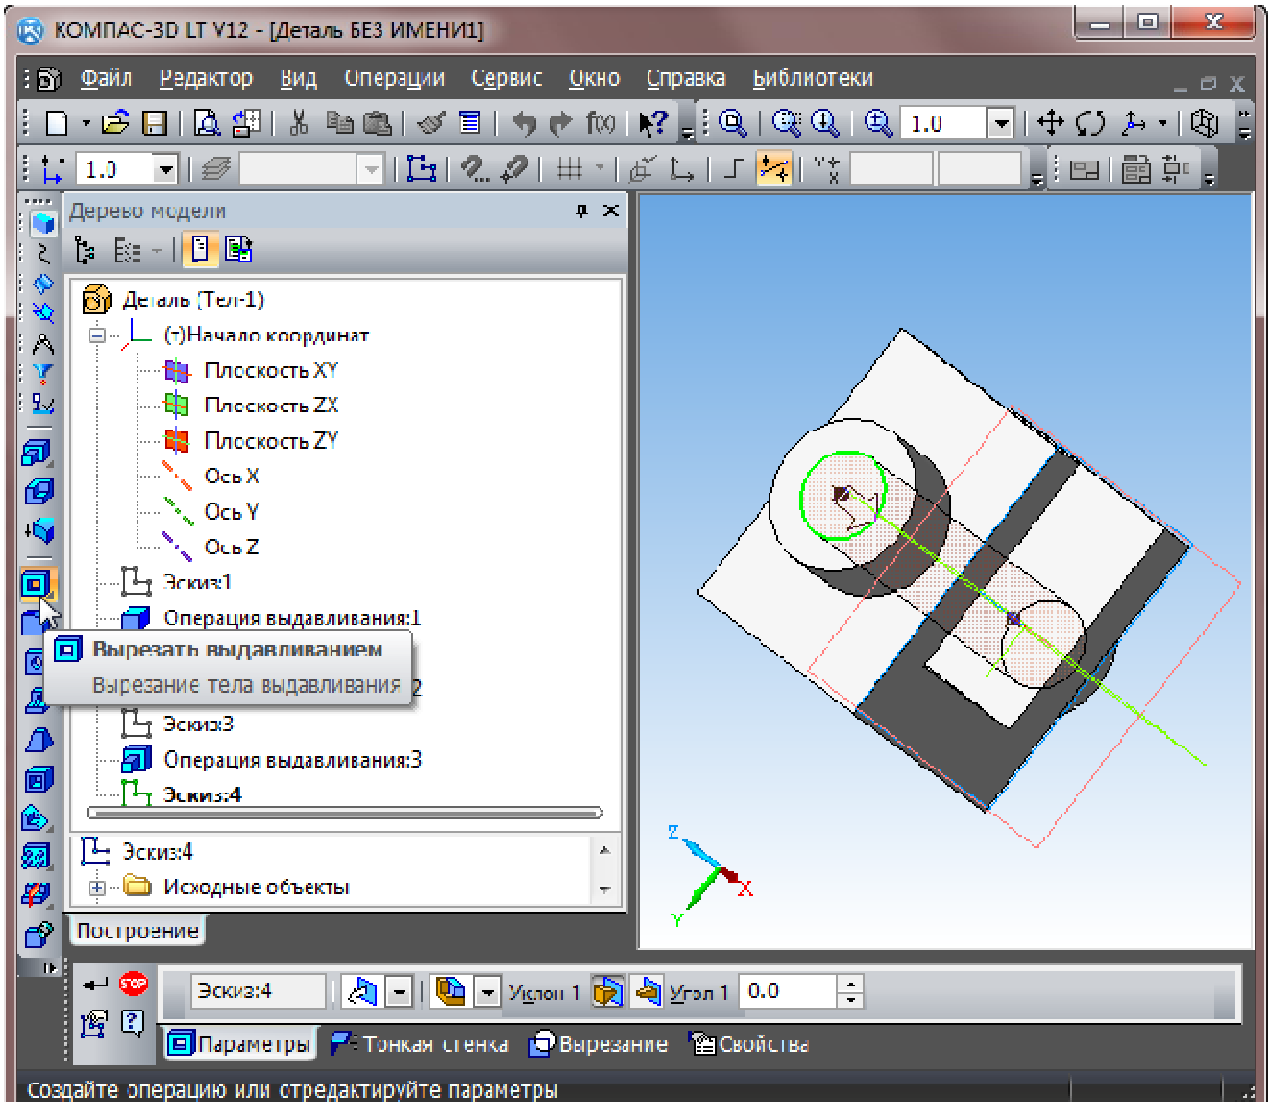

Рисунок 10.6–Дерево побудови моделі учбового завдання.
9) Обираємо *Ескіз 4*, якщо він не обраний, на панелі *Редагування моделі* обираємо інструмент *Вирізати видавлюванням (рис. 10.6)*.